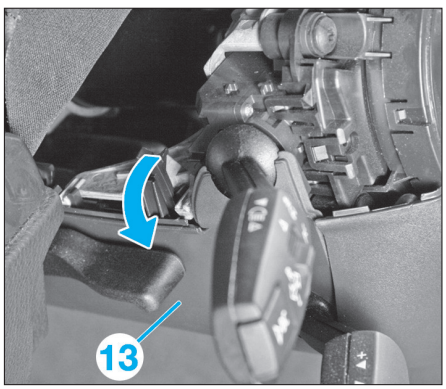

Fig. 8
• Presser les ergots de verrouillage vers l'extérieur (flèche) et dégrafer l'habillage inférieur de colonne de direction (13) vers le bas **(Fig.8)**.